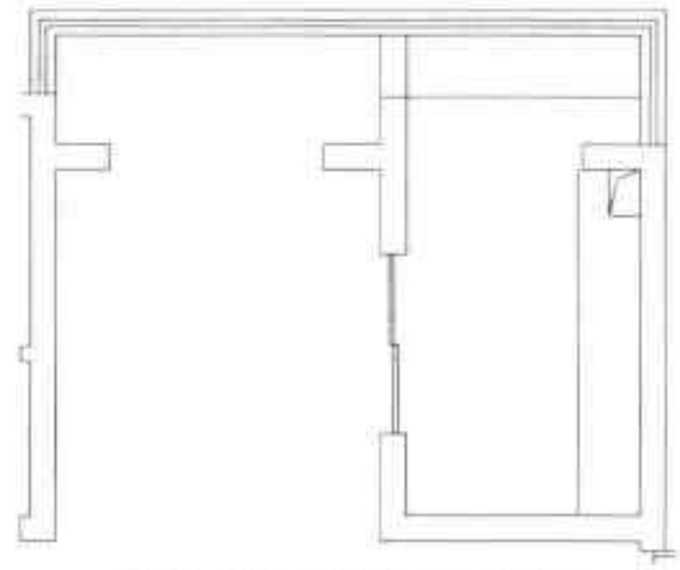

图19-29 绘制橱柜轮廓线
Step 02 执行“偏移”命令，设置偏移距离为600mm，从墙体线偏移，绘制橱柜轮廓线，如图19-29所示。